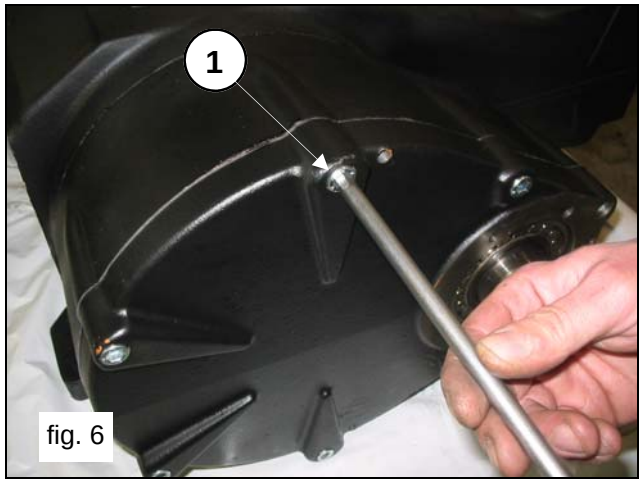

fig. 6
Unfasten the reducer cover screws (pos.①, fig.6).